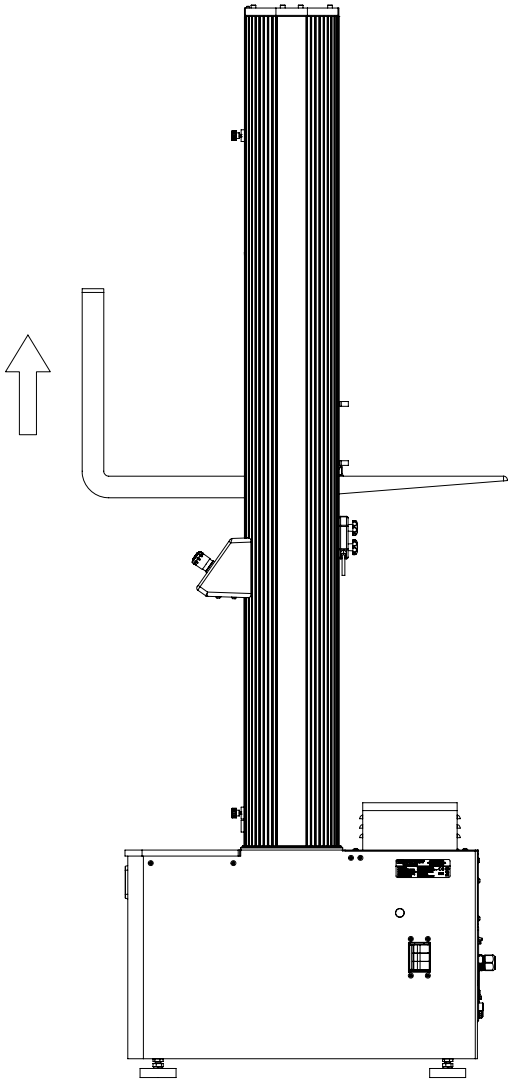

Figure 22. Levage du bâti par la traverse
1. À l'aide d'un chariot élévateur dont la fourche est rembourrée ou moyennant un matériau de rembourrage placé autour de la traverse, insérez avec précautions la fourche sous la traverse entre les colonnes. Voir Figure 22 à la page 74.